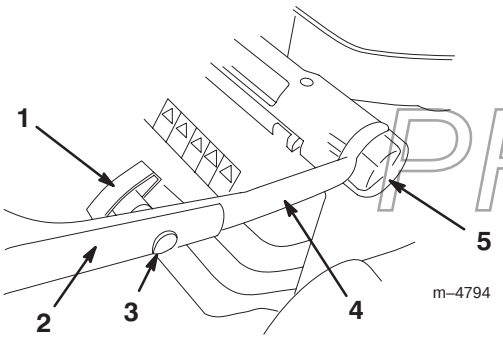

Figur 2
1. Lossa justeringsrattarna som reglerar handtagets höjd och vrid det nedre handtaget mot gräsklipparens baksida tills det faller på plast i en av höjdinställningarna enligt anvisningarna i figur 2. Se Justering av handtagshöjden på sidan 6.
3. Montera fast den övre handtagsdelen på den nedre handtagsdelen med de ovala huvudbultarna och handtagsrattarna enligt anvisningarna i figur 2. **Drag åt handtagsrattarna hårt.**